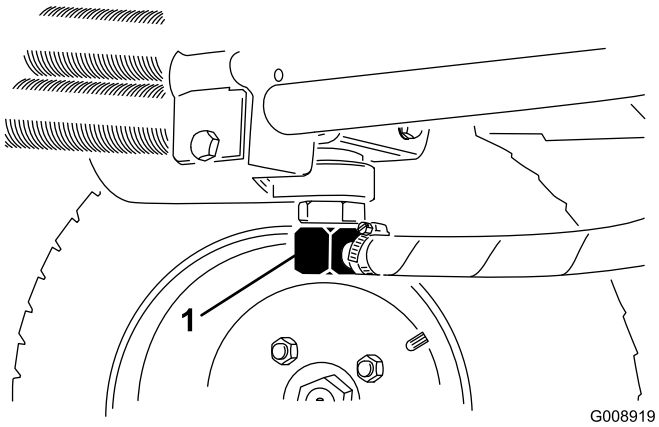
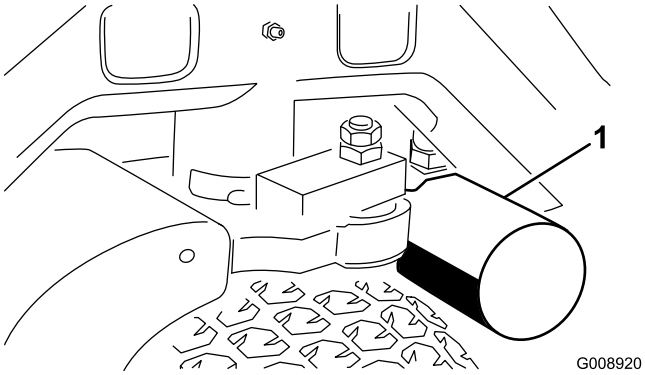

**Figur 72**
**Figur 73**
2. Koble fra hydraulikkledningen (Figur 72) eller fjern det hydrauliske filteret, (Figur 73) og la den hydrauliske oljen renne ned i et tappefat.
4. Plasser et tappefat under filteret (Figur 73), og ta ut filteret.